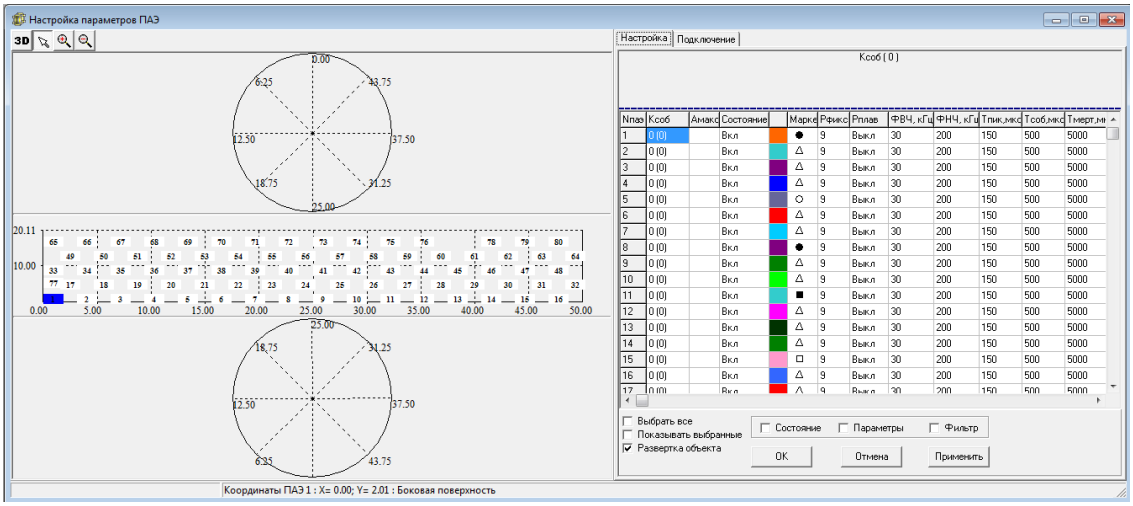

Рис. 83 Диалоговое окно “Настройка параметров ПАЭ”, закладка Настройка.
- Установить параметры канала на закладке **Настройка** (рис. 83):